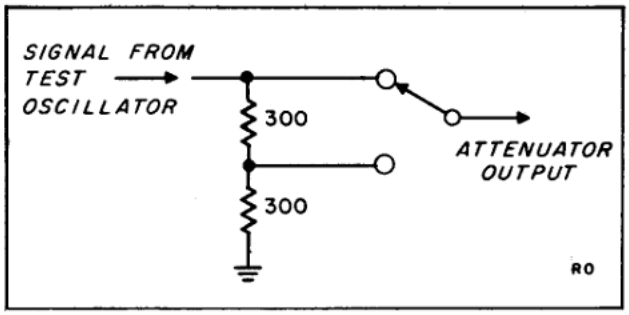

Figure 5-4. 2:1 Attenuator for Phase Input Adjustment
b. Connect low-impedance, 2:1 attenuator such as that shown in figure 5-4 to test oscillator. Connect attenuator output to START INPUT and test oscillator output directly to STOP INPUT.